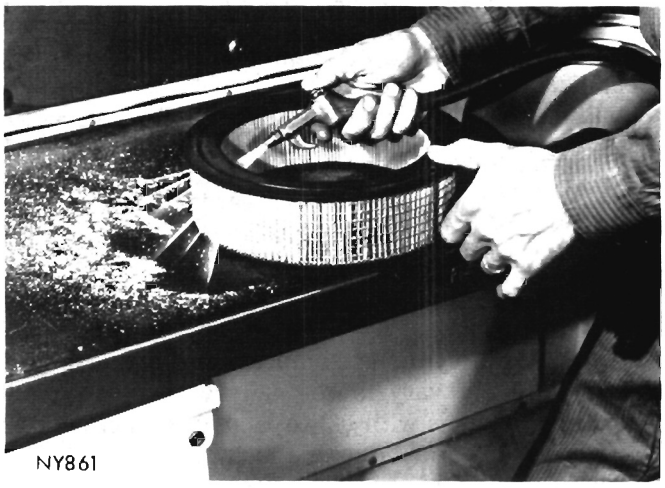

Fig. 1—Cleaning Filter Element
(6) Test resistance of spark plug cables. Refer to "Ignition System Secondary Circuit Inspection" Electrical Section.
(7) Inspect the breaker plate contacts, primary wire and vacuum advance operation. Test coil output voltage, primary and secondary resistance. Test Condenser. Replace parts as necessary. Refer to Ignition System and make necessary adjustments.
(8) Reset the ignition timing with the vacuum advance line disconnected. The ignition timing should be set to compensate for altitudes and/or gasoline grades.
(9) Set carburetor idle mixture adjustment. Adjust throttle stop screw to specifications. Perform a combustion analysis.
(10) Test the fuel pump for pressure and vacuum. Refer to "Fuel System" Group 14, Specifications.
(11) Inspect the manifold heat control valve in the right exhaust manifold for proper operation and apply Manifold Heat Control Valve Solvent Number 2525054 or equivalent to the bushing and shafts.
(12) Every 6 months, remove filter element and blow out dirt gently with air hose. Direct air from inside out, and keep nozzle 2 inches away from element to avoid damaging (Fig. 1). Clean the metal housing and replace the element. Every two years install a new factory recommended filter element or equivalent. Service the unit more frequently when driving under severe conditions, such as in dusty areas.
(13) Inspect crankcase ventilation system as outlined on page 84.
(14) Inspect and adjust the accessory belt drives referring to "Cooling System" Group 7 for proper adjustments.
(15) Road test vehicle as a final check.